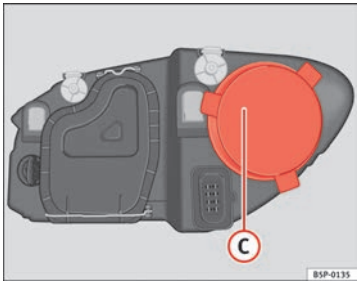

Abb. 192 Fernlicht
– Den Deckel ⇒ Abb. 192 (C) abziehen.